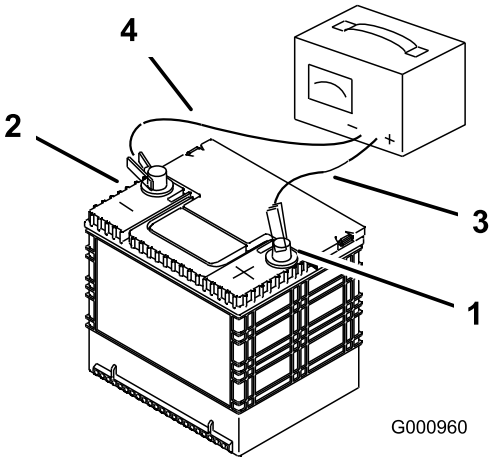

Figur 58
2. När batteriet är fulladdat ska laddaren först kopplas bort från eluttaget och sedan ska laddningskablarna lossas från batteripolerna (Figur 58).